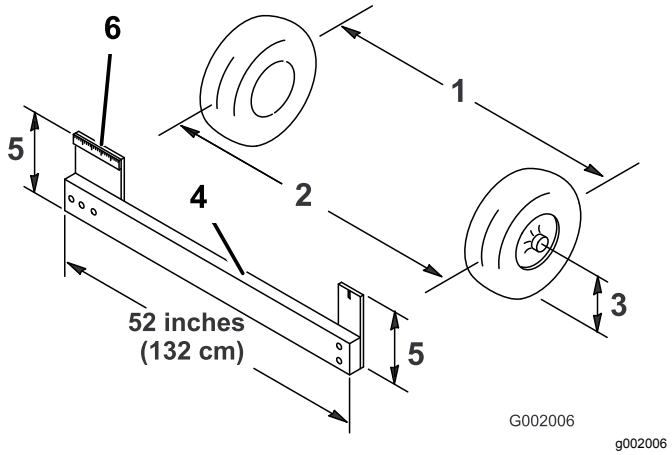

**Figuur 45**
4. Meet ter hoogte van de as de afstand tussen de voorwielen aan de voorkant en de achterkant van de wielen (Figuur 45).
**Opmerking:** U heeft een hulpmiddel of uitlijnmaat nodig om de afstand aan de achterkant van de voorwielen ter hoogte van de as te meten. Gebruik dit ook om de afstand aan de voorkant van de voorwielen ter hoogte van de as te meten (Figuur 45).